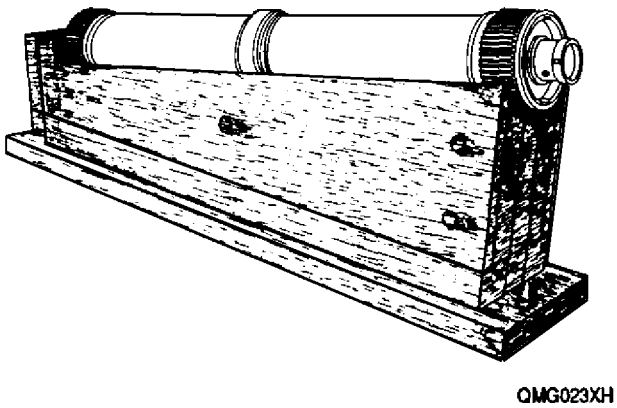

Figure 2. Placing Coupling Shaft Assembly in 6796272 Holder
h. Torque nuts with 6796264 coupling shaft wrench to 150 − 200 lb ft. (QA)
i. Place coupling shaft assembly in 6796272 coupling shaft holder (figure 2).